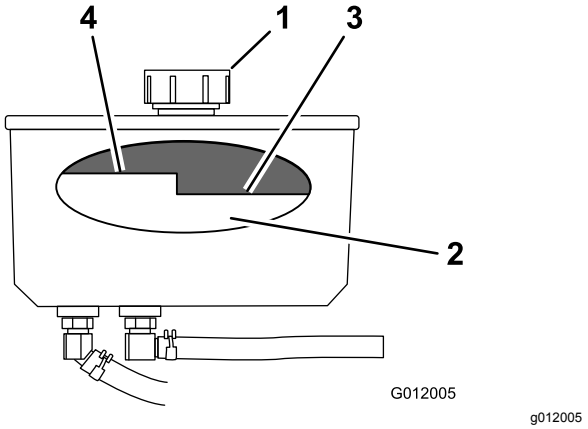

Figur 71
3. Rengør området omkring hydrauliktankens påfyldningshals og dæksel (Figur 71).
4. Fjern dækslet fra påfyldningsstudsen (Figur 71).
Bemærk: Væskestanden skal være under varm-niveauet på pladen, når væsken er varm (Figur 71).